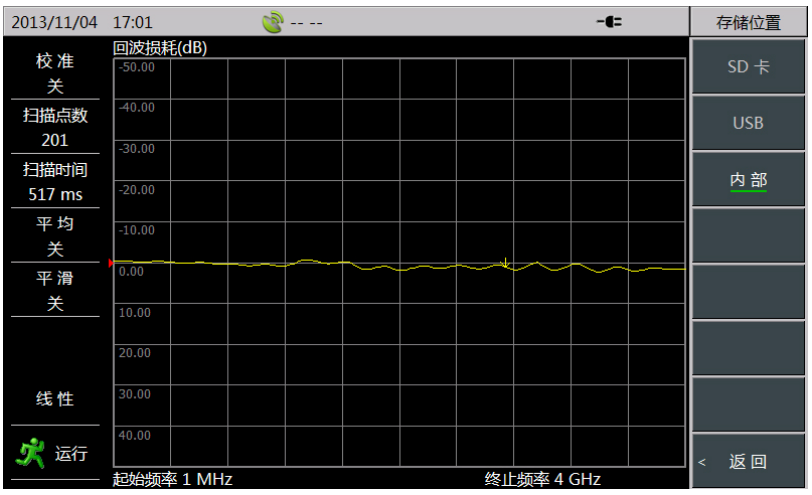

图 7.1 存储位置选择
- 点击存储位置菜单栏的相应存储位置的菜单，便完成存储位置设置。如图 7.1 所示：